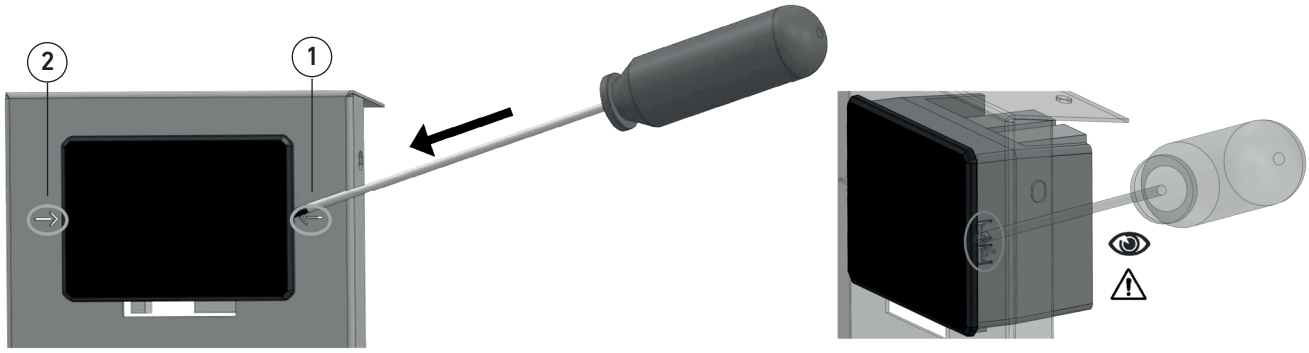

fig. 21
- Insert the tip of a flat head screwdriver between the support plate and the control unit frame at the points indicated by the arrows on the sides of the control unit (fig. 21 part. 1-2);